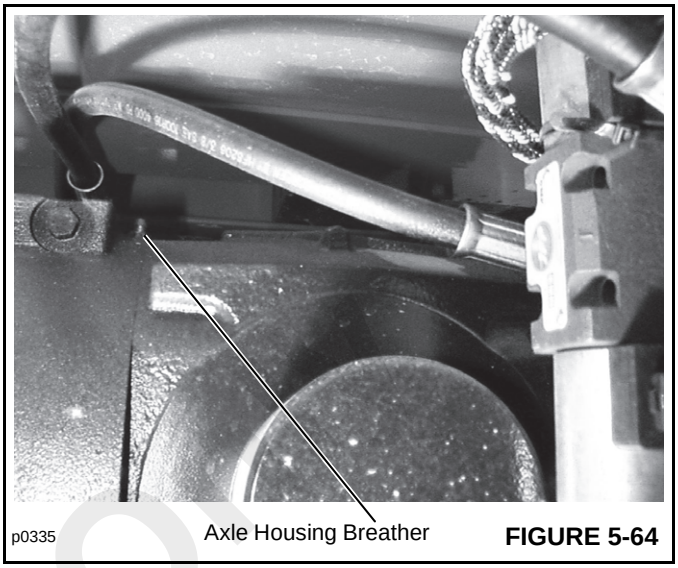

FIGURE 5-64
2. Clean around the axle housing breather (Figure 5-64). Remove the breather and clean it in a suitable solvent. When clean install the breather back into the axle housing.
3. Clean around the two check/fill plugs in the axle brake housings (Figure 5-64). Remove both plugs.